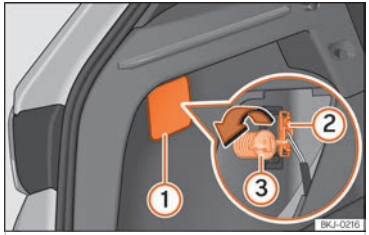
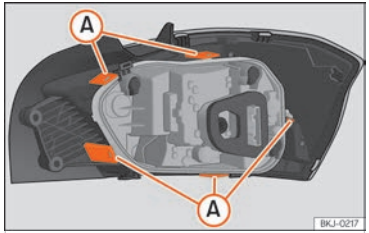

Fig. 164 Maleter: accés al caragol de fixació de la unitat de llum posterior.
Fig. 165 Llengüetes de fixació a la part posterior de la unitat de llum posterior.
- Traieu la tapa fent palanca amb el costat pla d'un tornavís, en el rebaix ››› fig. 164 (1).
- Extraieu el connector de la bombeta (2).
- Desenrosqueu amb la mà o amb un tornavís el caragol de fixació del llum pilot (3).
- Desmunteu el portabombetes desbloquejant les llengüetes de fixació ››› fig. 165 (A).